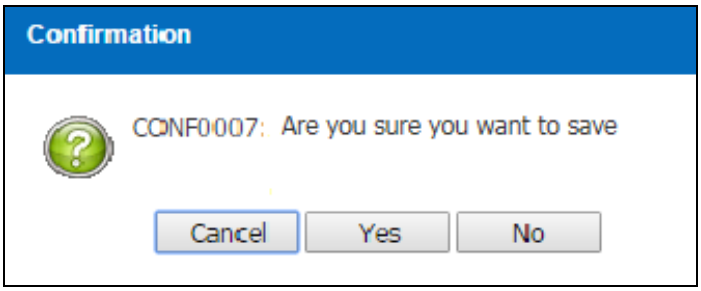

Figure 3.8.1-5 Confirmation Message
- *System will display a Confirmation Message as Figure 3.8.1-5*